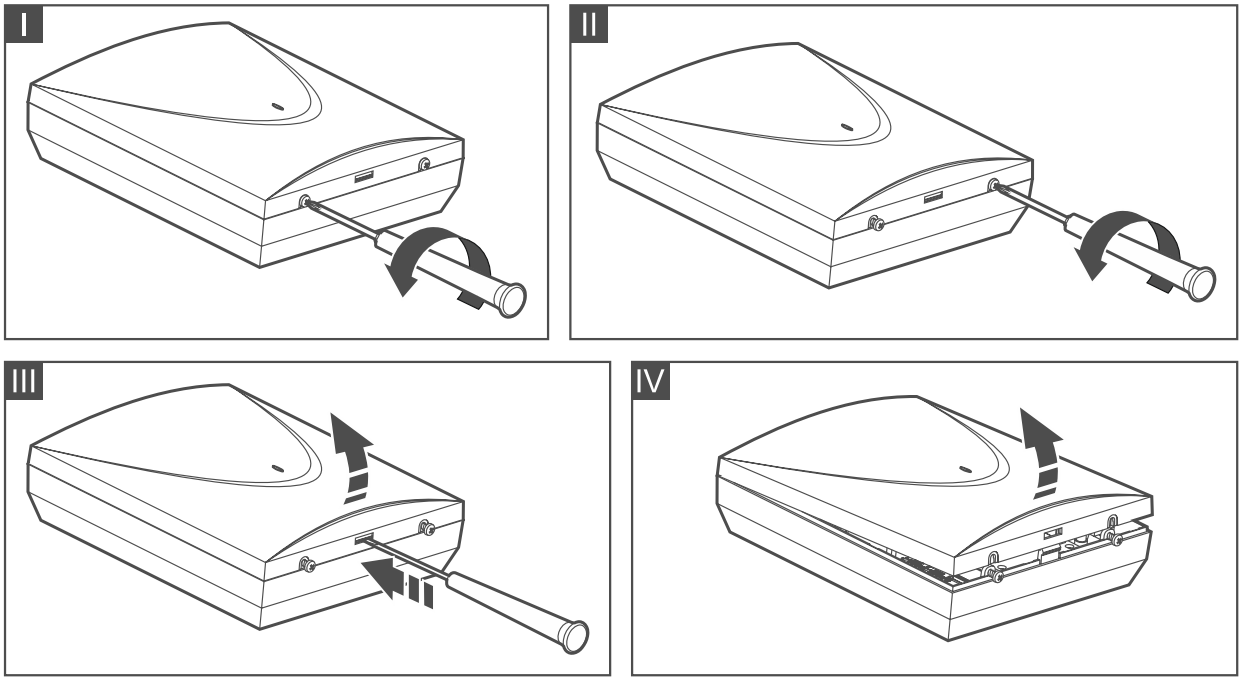

Рис. 1. Открытие корпуса OPU-2B.
1. Слегка выкрутите шурупы, которыми крепится крышка корпуса, и снимите крышку (рис. 1).